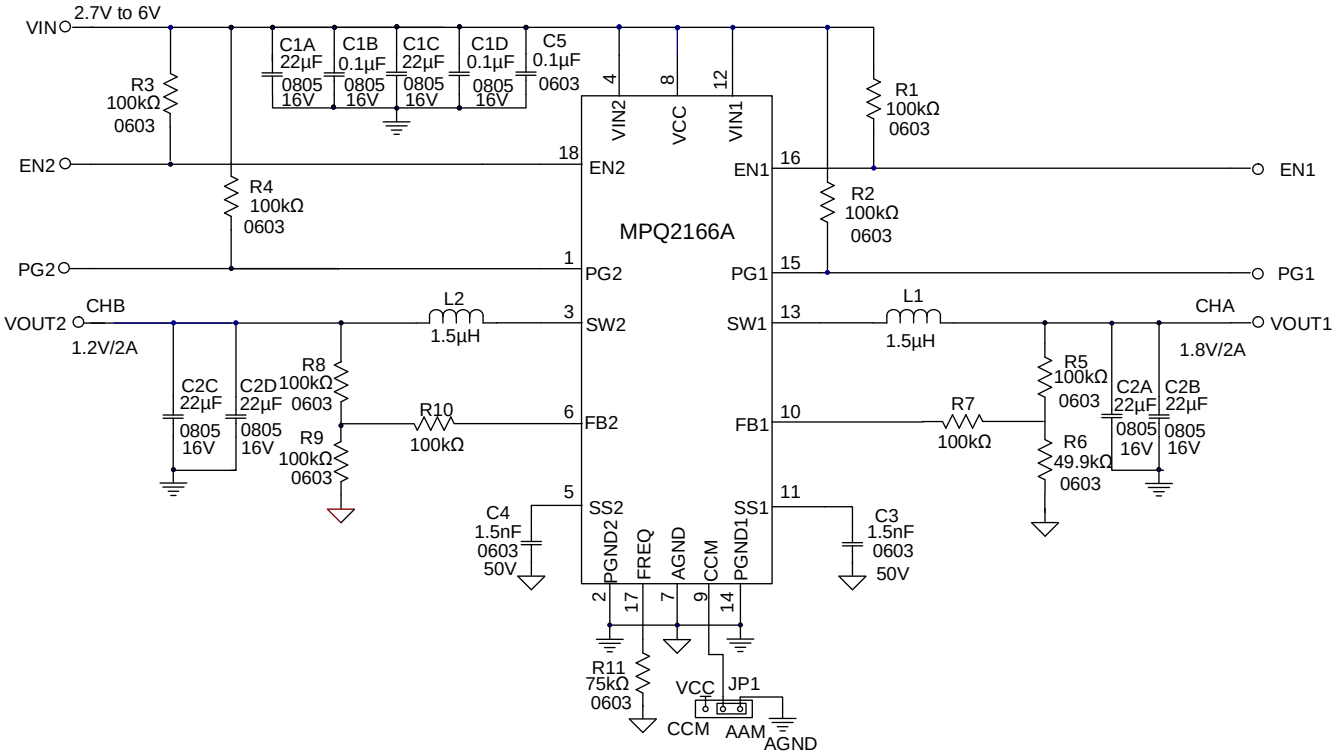

**Figure 7: 2A/2A Application Circuit**
7) The recommended PCB layout is based on Figure 7.